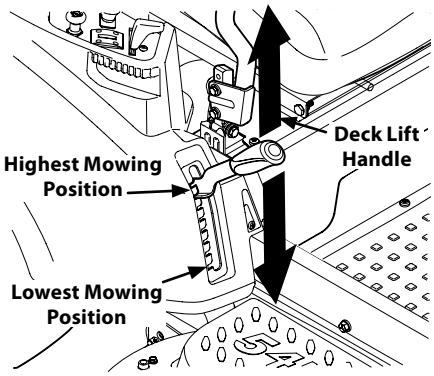

Figure 4-14
a. Using the deck lift handle, raise the deck to the position that provides the most horizontal run of the belt between the deck idler pulleys and the PTO pulley on the bottom of the engine. See Figure 4-14.
d. Lower the deck into the lowest mowing position using the deck lift handle. See Figure 4-14.
e. Lower the deck into the lowest mowing position using the deck lift handle. See Figure 4-14.
11. Place the deck lift handle into the highest mowing position and slide the deck out from beneath the tractor. See Figure 4-14.
1. Place the deck lift handle in the highest mowing position See Figure 4-14.